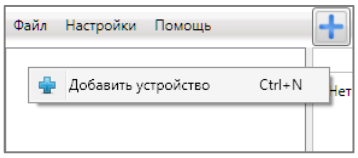

Рисунок 4.3 — Регистрация контроллера вручную
- щелкните правой кнопкой мыши по свободному месту в области дерева устройств программы *STEMAX Конфигуратор* (см. 4.3) и в появившемся меню выберите *Добавить устройство* (см. рисунок 4.3);